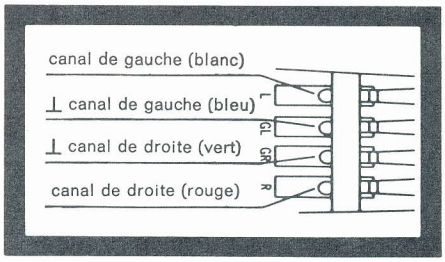

Fig. 15
4. Les connexions sur le porte-cellule sont repérées par des couleurs différentes. (fig. 15). Reliez les fils du porte-cellule aux broches correspondantes de la cellule.